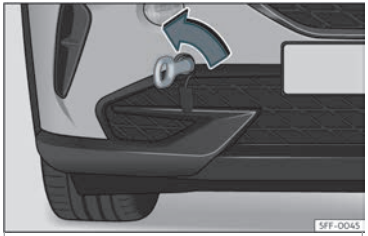

Abb. 44 Stoßfänger vorn rechts: eingeschraubte Abschleppöse.
- Drehen Sie die Abschleppöse **entgegen dem Uhrzeigersinn** in die Aufnahme bis zum Anschlag››› **Abb. 44** ››› ❗. Verwenden Sie ein geeignetes Hilfsmittel, um die Abschleppöse festzuziehen.